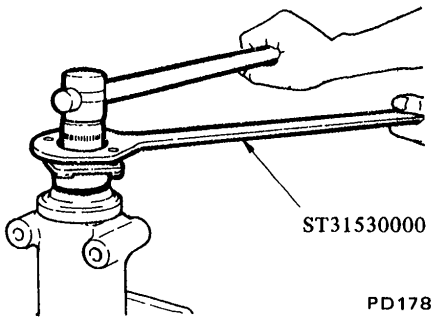

Fig. PD-5 Removing drive pinion nut
4. Loosen drive pinion nut, holding companion flange with Drive Pinion Flange Wrench ST31530000 and pull off companion flange using a standard puller. See Figure PD-5.